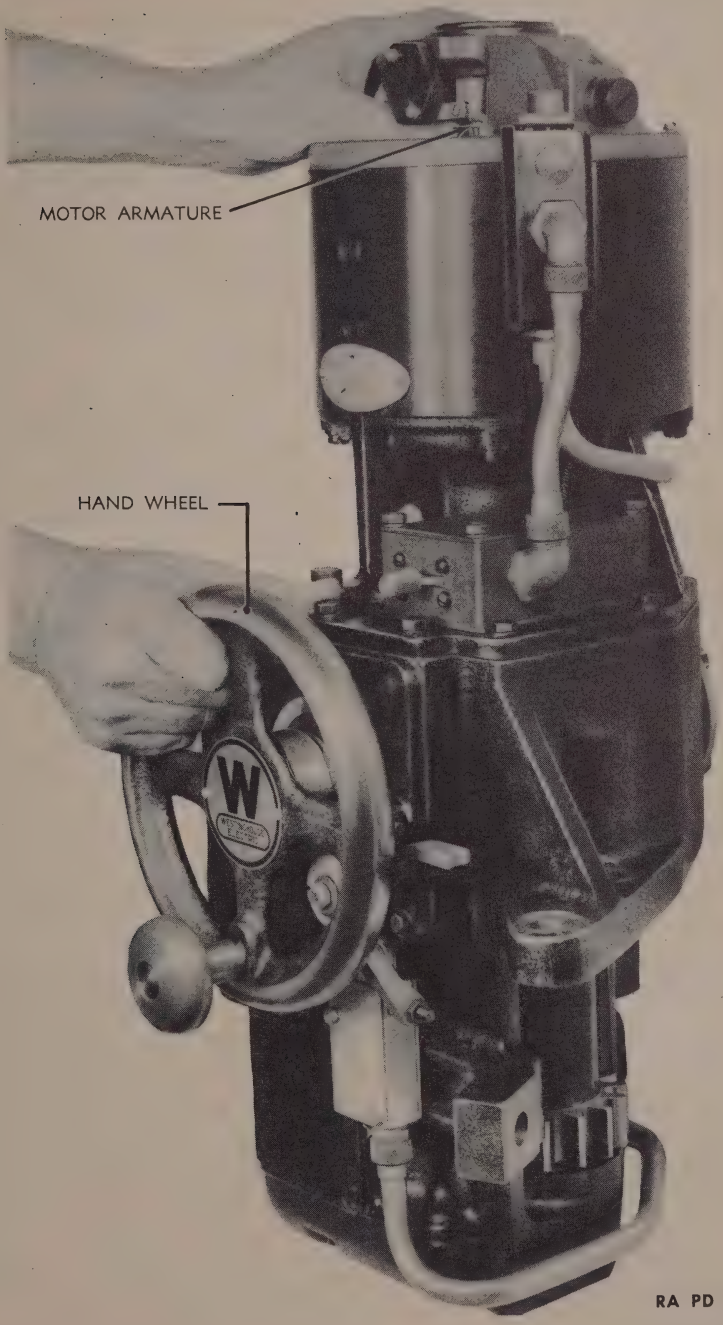

Figure 161—Checking Backlash
(3) Check Backlash (fig. 161).